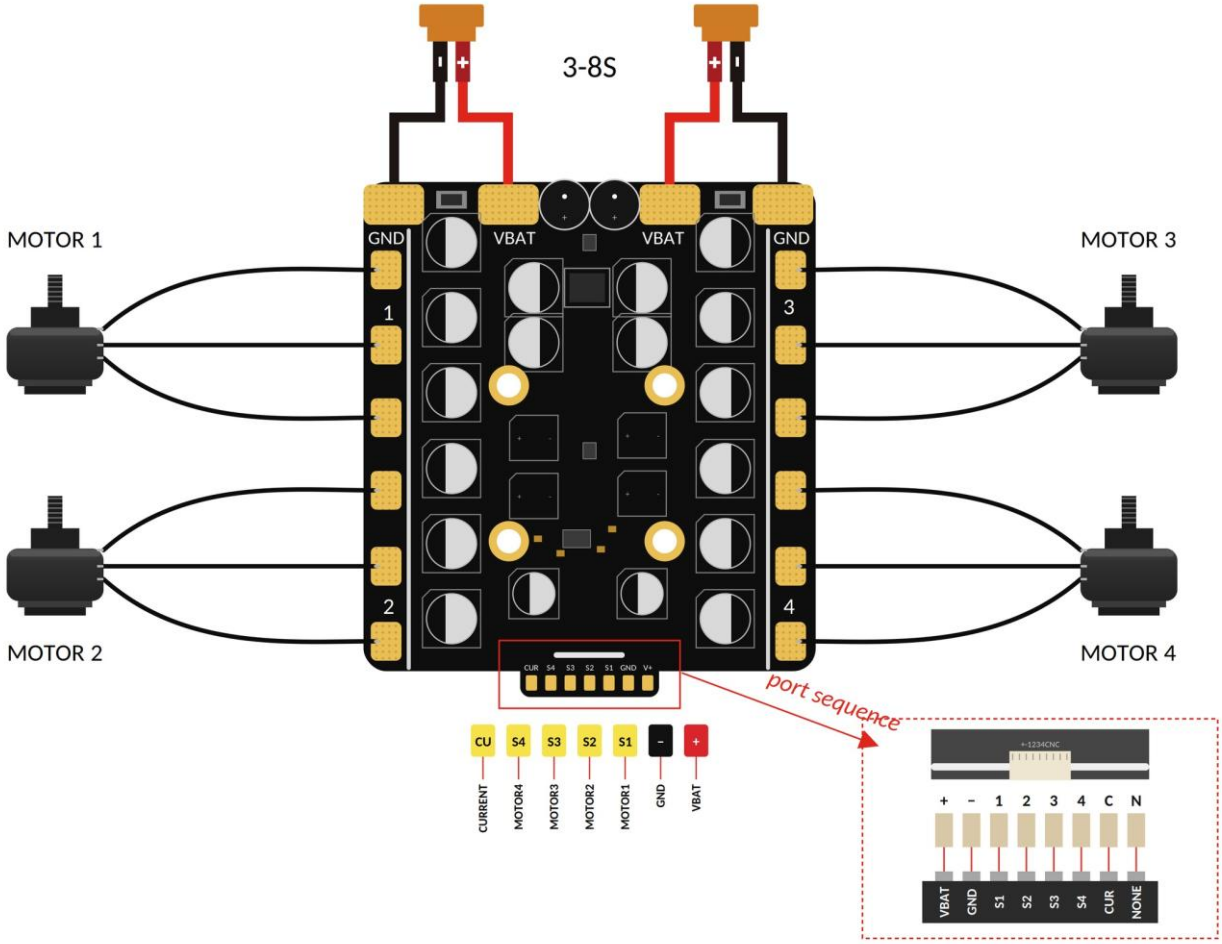

Fig.2. Diagrama de cableado
- Entradas de batería: La placa tiene dos almohadillas VBAT y dos GND (pares izquierdo y derecho), como se muestra en la Fig. 2. Tensión de entrada admitida: 3-8S.